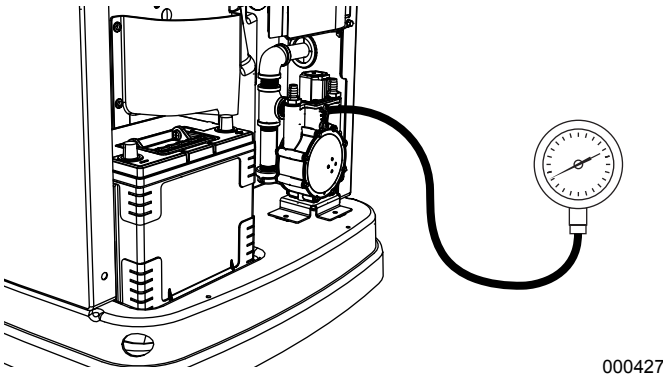

Figure 5-4. Checking Pressure with Manometer
- Remove the top gas pressure test port from the regulator (see ***Figure 5-4***) and install the gas pressure tester (manometer).